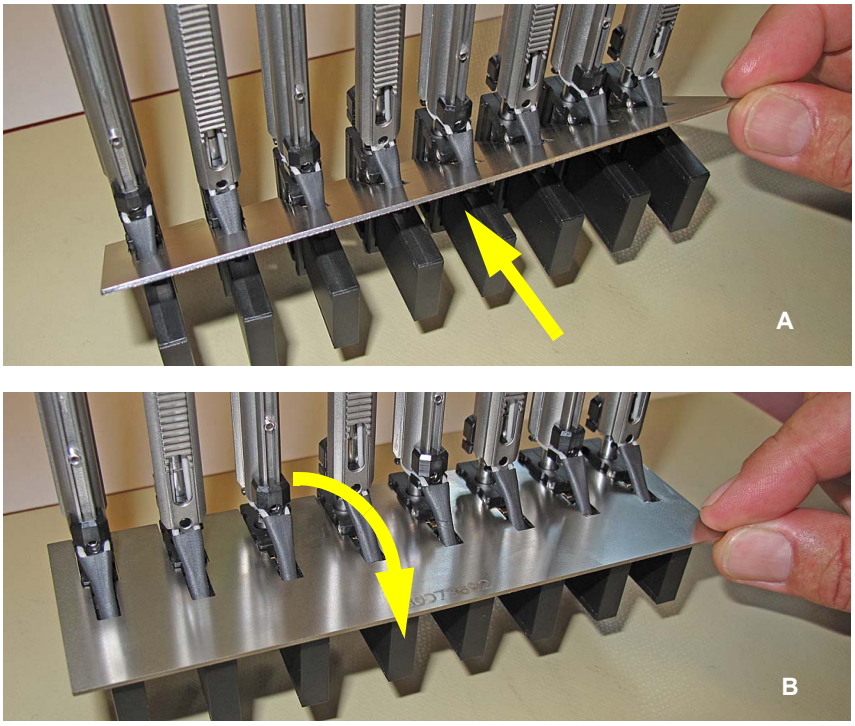

Fig. 7-12 *Jauge d'ajustement pour adaptateurs d'embouts Air LiHa*
5. Écarter les tiges Z et fixer les adaptateurs d'embouts Air LiHa à leur place en insérant la jauge d'ajustement pour adaptateurs d'embouts comme indiqué sur la Fig. 7-9, 🗎 7-37 (séquence d'insertion comme indiqué sur la Fig. 7-12, 🗎 7-39)
- S'assurer que les adaptateurs d'embouts Air LiHa sont alignés correctement. Il doit être possible d'insérer la jauge d'ajustement sur les adaptateurs d'embouts Air LiHa comme sur la Fig. 7-12, 🗎 7-39.